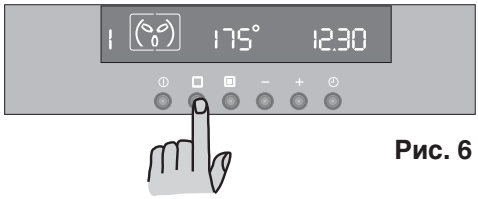

Рис. 6
2) Нажмите кнопку ▢, для того чтобы выбрать нужный режим духового шкафа. При каждом нажатии кнопки ▢ символ приготовления будет появляться на дисплее, а соответствующий номер функции высветится слева от символа функции приготовления, выбранного в настоящее время (Рис. 6).